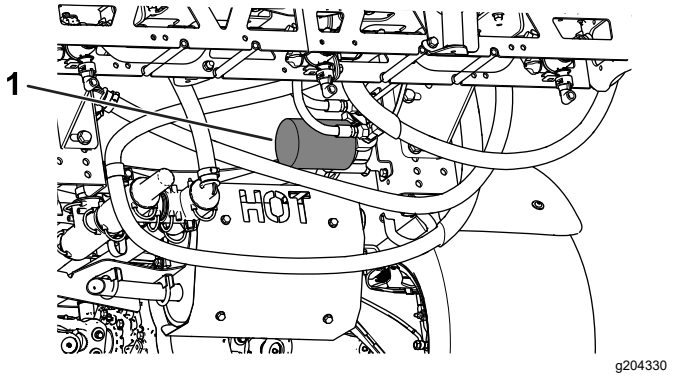

Figur 58
4. Ta bort filtret (Figur 58).